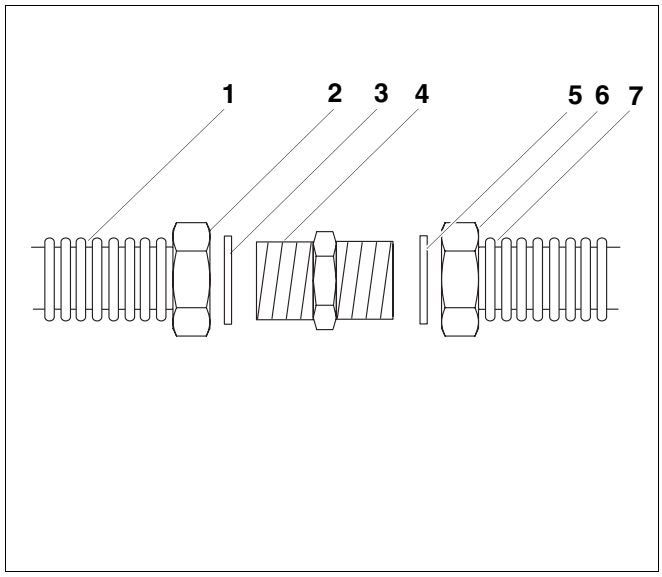

Afb. 10 Verleng de Twin Tube DN 20 flexibele inox leiding
De flexibele inox leiding kan, indien nodig, met behulp van een nippel R1 (afb. 10, **pos. 4**) verlengd worden.
- Plaats de dichtingen (afb. 10, **pos. 3 en 5**) in de voorgemonteerde wartelmoeren Rp1 (afb. 10, **pos. 2 en 6**).
- Schroef de uiteinden van de flexibele inox leidingen (afb. 10, **pos. 1 en 7**) met de voorgemonteerde wartelmoeren Rp1 (afb. 10, **pos. 2 en 6**) op de R1-draad van de nippel R1 (afb. 10, **pos. 4**).